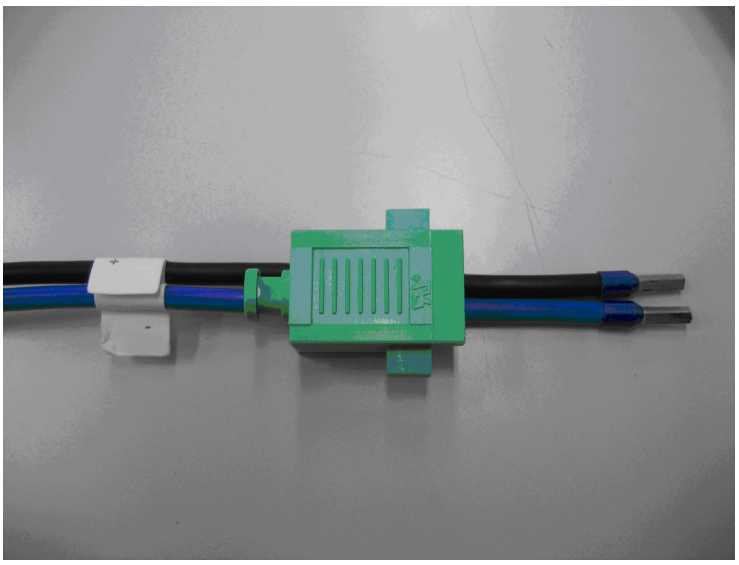

図 3-22 DC 電源ケーブルを通したパーツ A
1) 図 3-22に示すように、別途用意した DC 電源ケーブルをパーツ A に通してください。